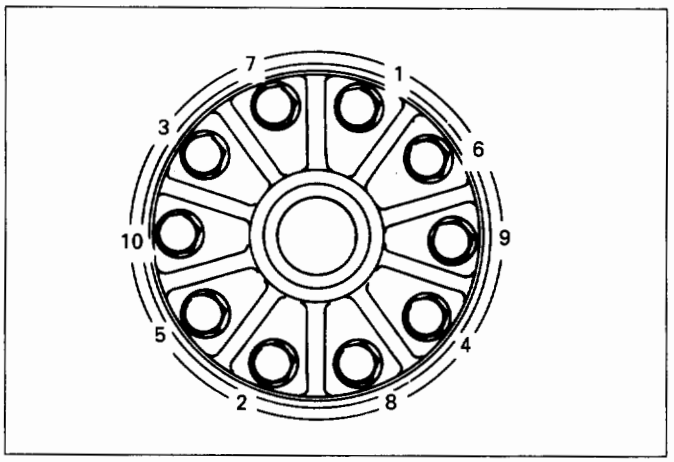

Fig. 4C-63
5) Tighten the fixing bolts in a diagonal sequence as illustrated (Fig. 4C-63).
Clearance between the differential pinion and the cross pin measurement (Fig. 4C-64).